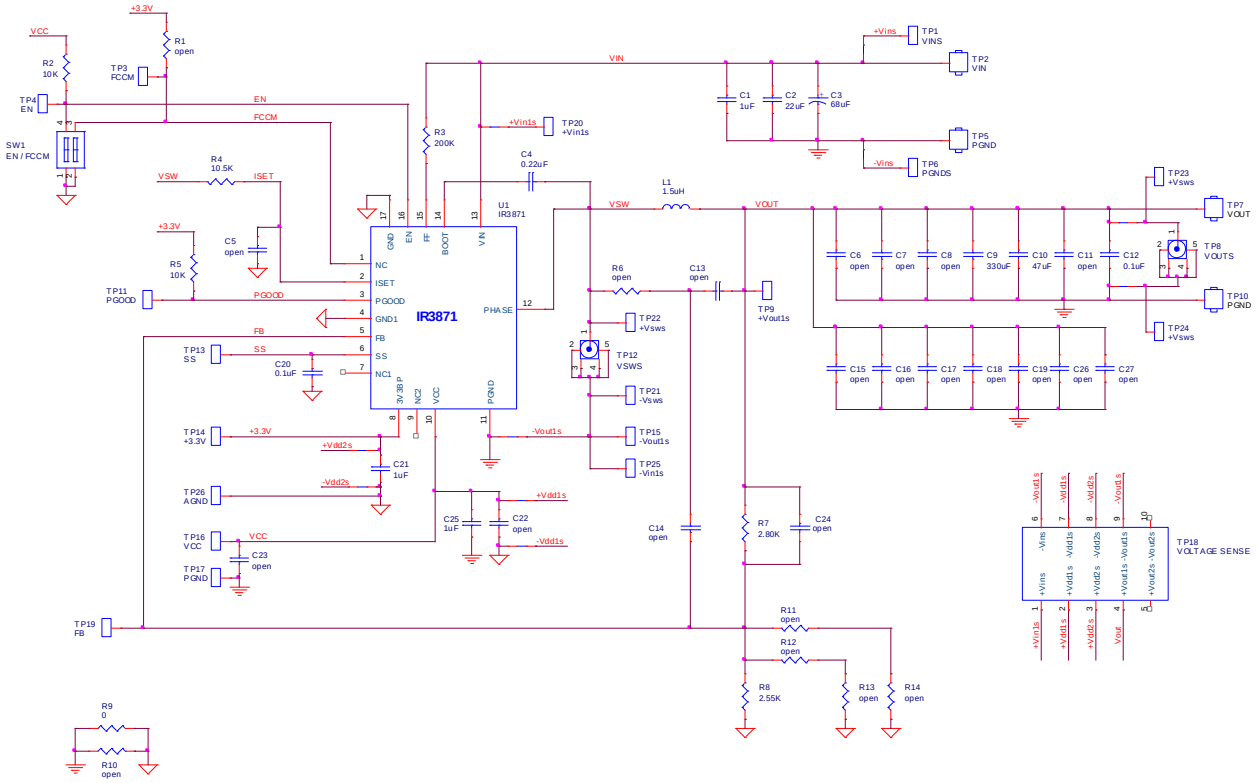

Figure 7. Typical Application Circuit for V_{OUT} = 1.05V, Fs = 300kHz
Tested with demoboard shown in Figure 7, VIN = 12V, VCC = 5V, Vout = 1.05V, Fs = 300kHz, TA = 25ºC, no airflow, unless otherwise specified
Tested with demoboard shown in Figure 7, VIN = 12V, VCC = 5V, Vout = 1.05V, Fs = 300kHz, T_A = 25ºC, no airflow, unless otherwise specified
- For applications with all ceramic output capacitors, the ESR is usually too small to meet the stability criteria. In these applications, external slope compensation is necessary to make the loop stable. The ramp injection circuit, composed of R6, C13, and C14, shown in Figure 7 is required. The inductor current ripple sensed by R6 and C13 is AC coupled to the FB pin through C14. C14 is usually chosen between 1 to 10nF, and C13 between 10 to 100nF. R6 should then be chosen such that L/DCR = C13*R6.